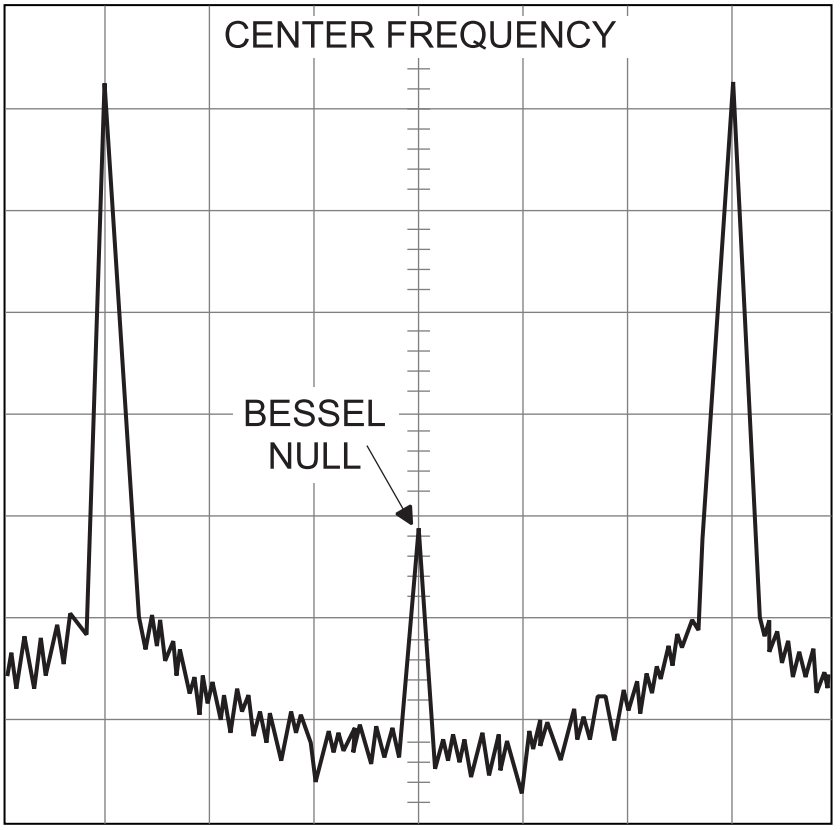

Figure 5-16. Typical Spectrum Analyzer Display of a Bessel Null on an FM Waveform
- **e.** While observing the first Bessel null (Figure 5-16 on page 5-32) on the spectrum analyzer display, adjust the value of the DAC setting to reduce the carrier level as low as possible.
Note	Figure 5-16 is for example only. During the calibrations the above picture is not viewed because the settings on the spectrum analyzer zoom into the Bessel Null's peak.
e. While observing the first Bessel null (Figure 5-16) on the spectrum analyzer display, adjust the value of the DAC's setting to reduce the carrier level as low as possible.